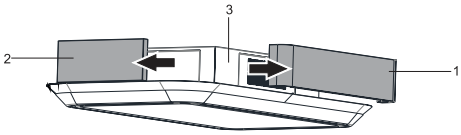

Abb. 18
8. Montieren Sie die Motorboxdeckel der kurzen und langen Seiten.(Abb. 18).